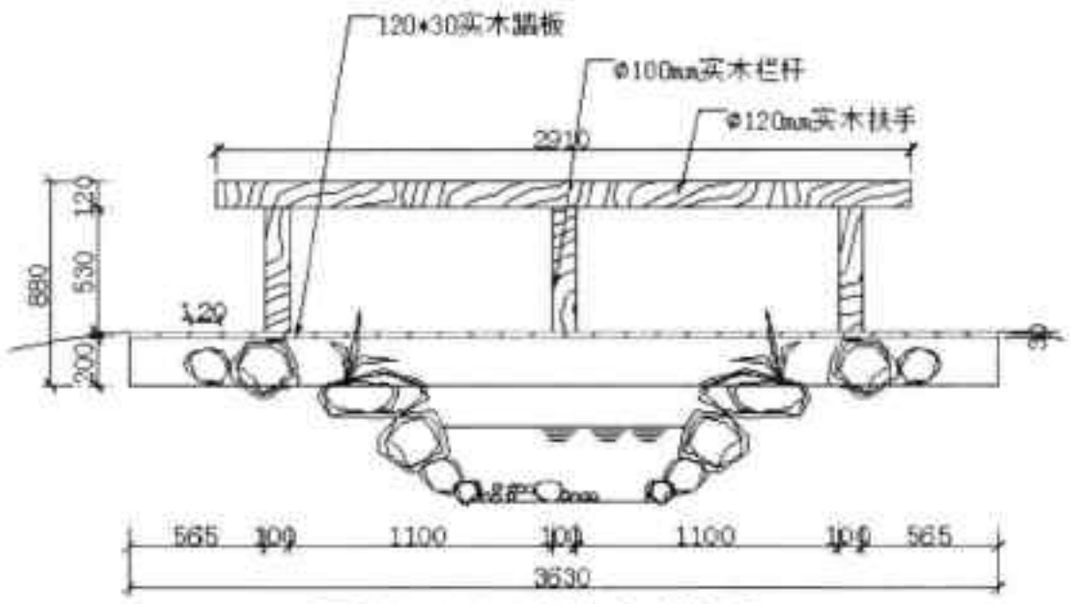

图20-100 标注文字注释
Step 20 执行“多重引线”命令，对图形进行文字注释，如图 20-100 所示。至此木桥立面图已全部绘制完毕。